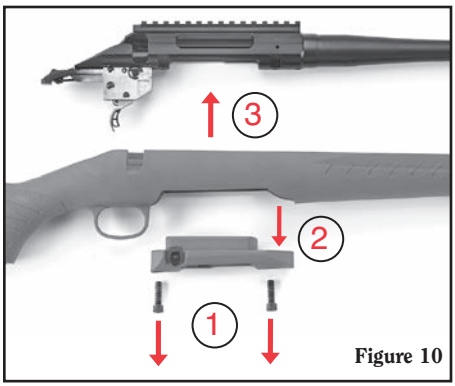

Figure 10
c. Lift the barreled-action out of the stock. (See Figure 10.)
b. **For modular stocks with removable magazine wells,** insert the magazine well back into the bottom of the stock. (See Figure 10, p. 22.)